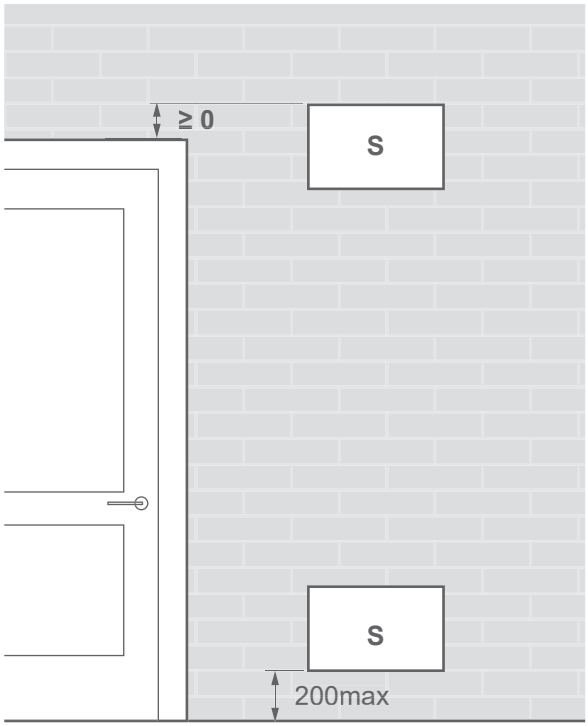

fig. 22 - Position des ouvertures pour la ventilation
- Le local bénéficie d'une aération naturelle vers une autre pièce dont la somme des volumes des deux pièces est supérieur à "charge totale fluide" (en kg) / 0.3kg/m^3. Les aérations entre les deux pièces étant assurée par des ouvertures d'au moins : voir *fig. 23 et fig. 22*.